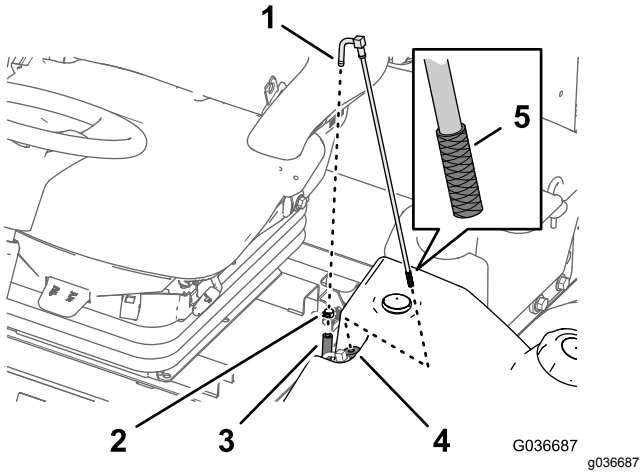

Figuur 91
1. Verwijder de slangklem waarmee de brandstoftoevoerslang is bevestigd aan de fitting van de brandstofaanzuigbuis (Figuur 91).
2. Neem de slang van de fitting (Figuur 91).
3. Til de brandstofaanzuigbuis van de brandstoftank (Figuur 91).
4. Verwijder vuil van het scherm aan het uiteinde van de brandstofaanzuigbuis (Figuur 91).
5. Steek de brandstofaanzuigbuis door de rubberen lagerbus en in de tank (Figuur 91).